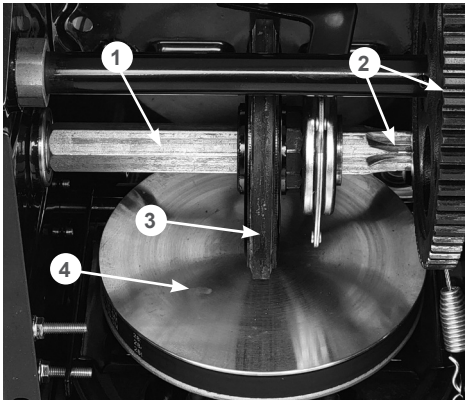

Рис. 44 Обслуживание трансмиссии
Если при нажатом рычаге включения хода снегоотбрасыватель не движется или при нажатии на рычаг включения хода слышны посторонние звуки, а регулировка длины троса включения хода не позволяет устранить проблему, возможно, фрикционное колесо 3 (Рис. 44) полностью износилось и его необходимо заменить.
4. Нанесите универсальную низкотемпературную смазку CHAMPION EP-0 тонким слоем на шестигранный вал 1 фрикционного колеса и зубья шестерен 2 (Рис. 44).
Не допускайте попадания смазки на резиновое фрикционное колесо 3 и ведущий диск 4 (Рис. 44).
5. Проверьте состояние фрикционного колеса 3 (Рис. 44). Если высота резинового кольца относительно фрикционного колеса 2 мм и менее, если на резиновом кольце имеются повреждения и разрывы, фрикционное колесо необходимо заменить.